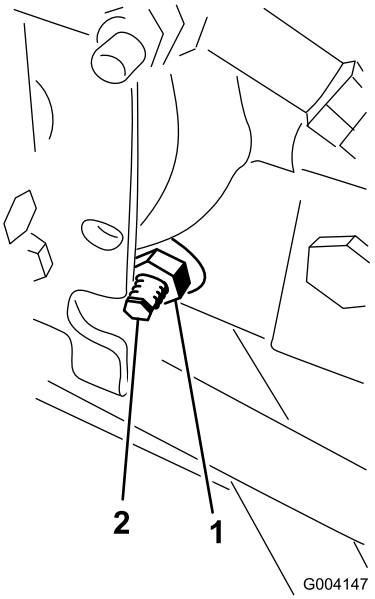

Figur 59
3. Lossa låsmuttern på hjuldrivningens justeringskam på höger sida av hydrostaten (Figur 59).